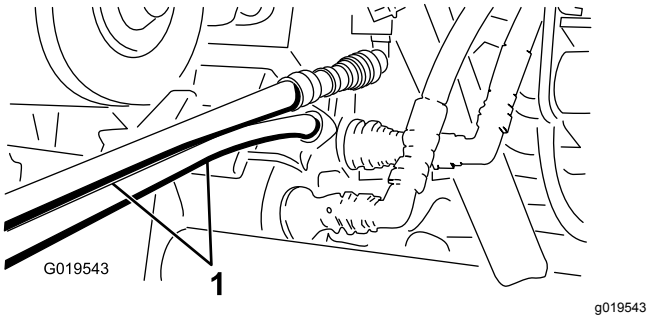

Rysunek 71
5. W drugim pojeździe podłącz dwa węże do złączki nadal znajdującej się we wsporniku złączki (podłącz górny wąż do górnej złączki i dolny wąż do dolnej złączki) (Rysunek 71).